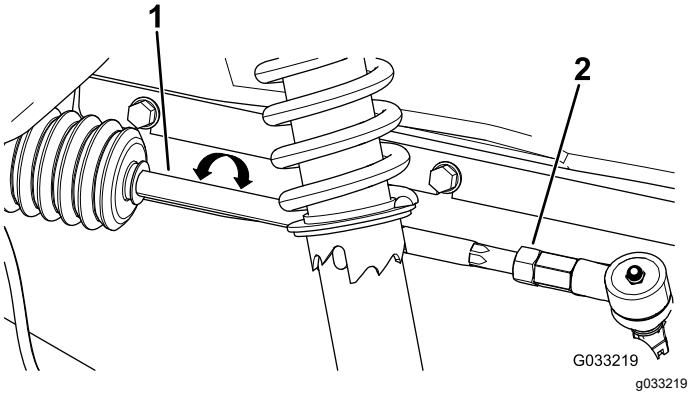

Figuur 59
3. Als deze afstand buiten het bereik van 0 tot 6 mm valt, moet u de contramoeren aan het uiteinde van de spoorstangen losdraaien (Figuur 59).